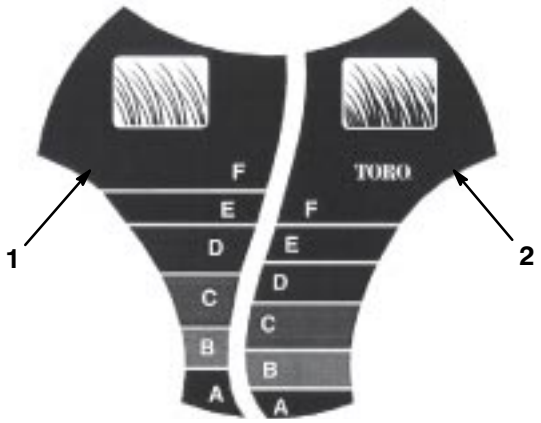

Bild 12
Das *SmartWheel™* weist zwei Schnitthöhenskalen auf: *Dünn*/*Normal* und *Satt*—damit Sie bei jedem Rasenzustand immer das beste Ergebnis erzielen (Bild 12). Benutzen Sie die *Dünn*/*Normal*-Skala während der warmen Saison für den Großteil Ihres Mähbedarfs. Die *Satt*-Skala dient ausschließlich starkem, nassem und sattem Graswuchs, den Sie am häufigsten im Frühjahr antreffen.
2. Bewegen Sie den Rasenmäher aufs Gras; Schieben Sie den Rasenmäher nicht mehr weiter, wenn das *SmartWheel*-Motiv an einem der Hinterräder aufrecht steht (Bild 12).